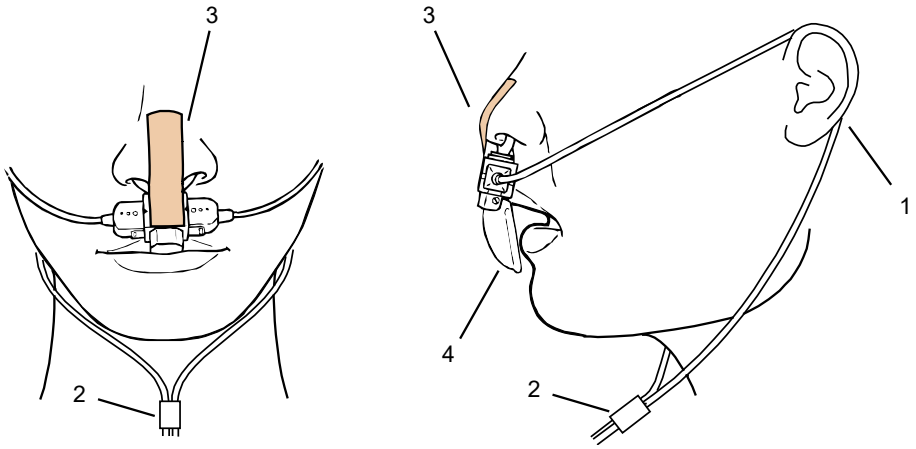

Fig. 6-27 Fitting the disposable CO_2 nasal(/oral) adapter on the patient
- Position the sensor cable behind the ears (Fig. 6-27, item 1) and slide the fastening ring (Fig. 6-27, item 2) loosely towards the chin.
- Attach the disposable adapter to the nose with the adhesive tape provided for this purpose (Fig. 6-27, item 3).
- The oral breath collector (Fig. 6-27, item 4) must not be more than 10 mm away from the lower lip.